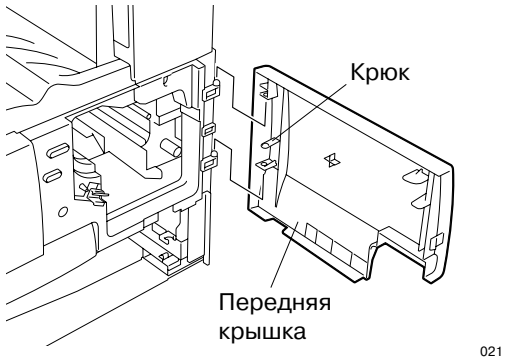

Рис. 2-6-23
11. Снимите переднюю крышку. (См. Рис. 2-6-23)